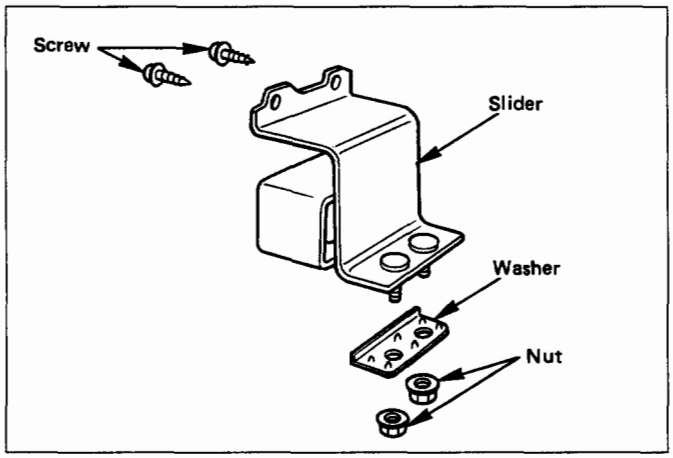

Fig. 2B-3
11. **Front bumper slider (Fig. 2B-3)**